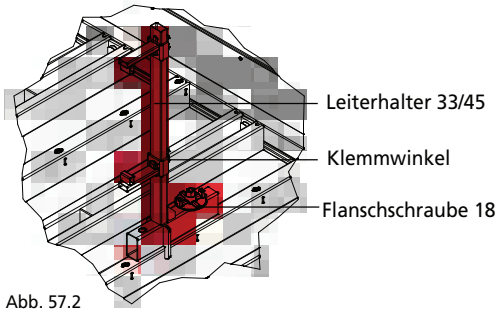

Abb. 57.2
2. Den Leiterhalter mit einer Flanschschraube 18 an die Funktionsstrebe montieren (Abb. 57.2).